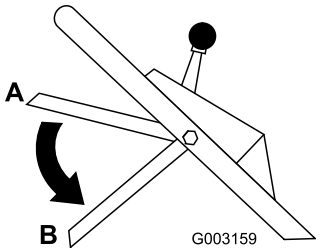

Рисунок 19
10. Отпустите штангу управления ножом; см. положение B на Рисунок 19. Вы должны услышать «хлопок». Нож должен остановиться в течение 3 секунд.
2. Опустите штангу управления ножом вниз, в ее самое нижнее положение (положение B на Рисунок 19).